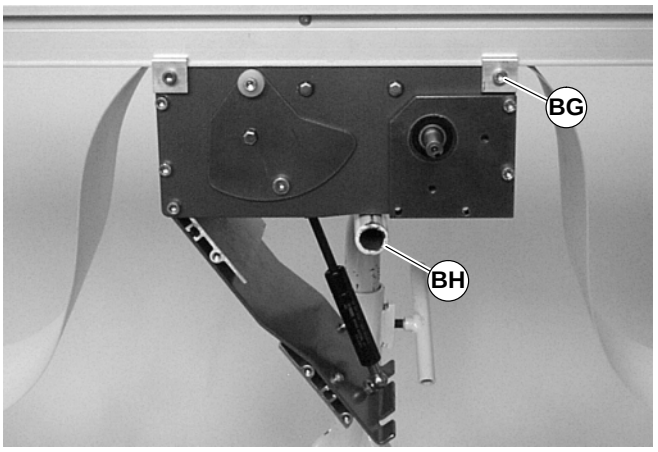

Abbildung 22
Vor dem Lösen der Halterungen (BG siehe Abbildung 22) eine Stütze (BH) unter dem Mittenantriebsmodul anbringen.
1. Die Halterungsschrauben (BG siehe Abbildung 22) in jeder Ecke des Moduls lösen.
5. Das Mittenantriebsmodul auf den Förderer setzen, und Halterungen (BG siehe Abbildung 22) in jeder Ecke befestigen. Die Schrauben mit 9 Nm festziehen.